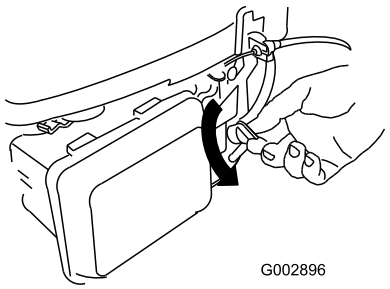

Figuur 12
1. Draai de hendel van de brandstofklep naar de stand Aan (Figuur 12).